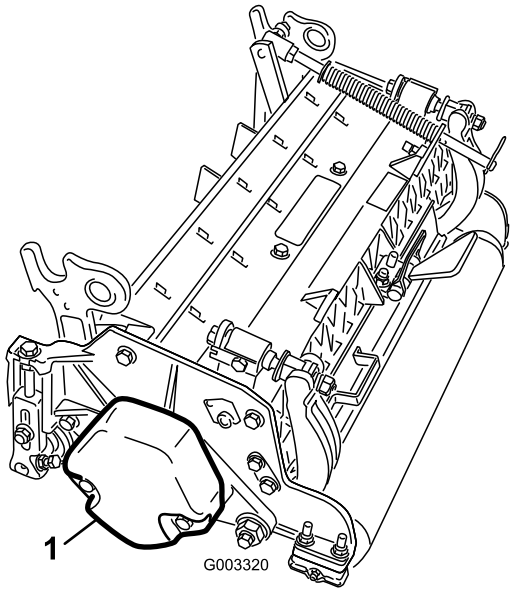

Figur 3
4. Sørg for, at kontravægten (Figur 3*) er monteret i den rigtige ende af klippeenheden som beskrevet i betjeningsvejledningen til klippeenheden*.